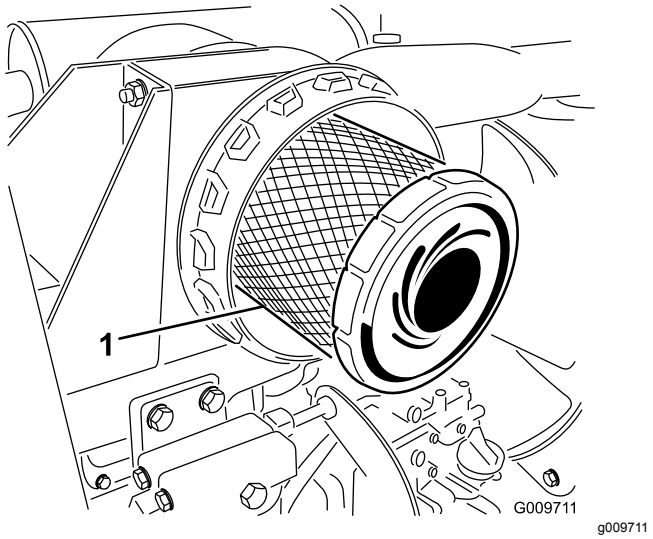

Figur 51
4. Ta ut og skift det primære filteret (Figur 51).